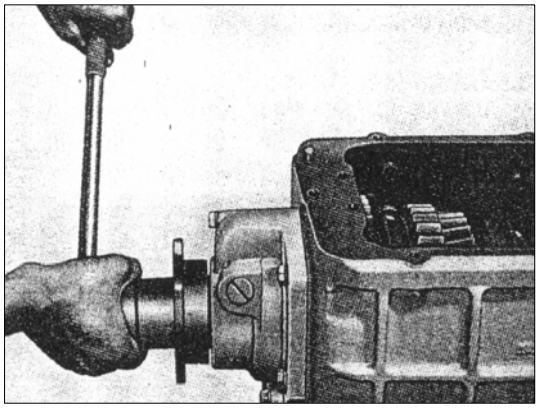

РИС. 197
6) Открутите и снимите гайку крепления фланца карданного вала с помощью ключа 41-мм, снимите шайбу (см. рис. 197). Гайка крепления фланца имеет стопорную кромку, которая предотвращает откручивания гайки. Чтобы открутить гайку, необходимо отогнуть стопорную кромку. При установке фланца на вал необходимо устанавливать новую гайку крепления фланца.